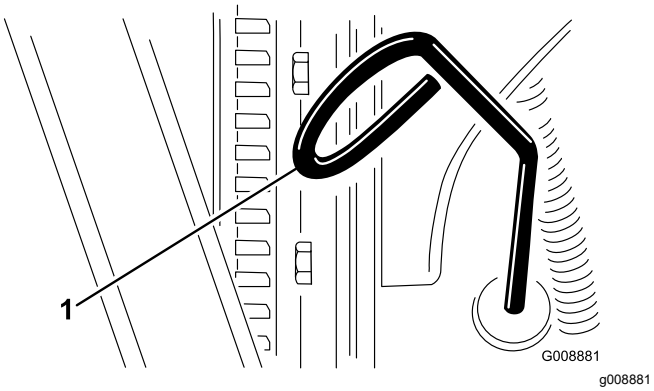

Figuur 59
2. Verwijder de peilstok (Figuur 59) en veeg deze af met een schone doek.